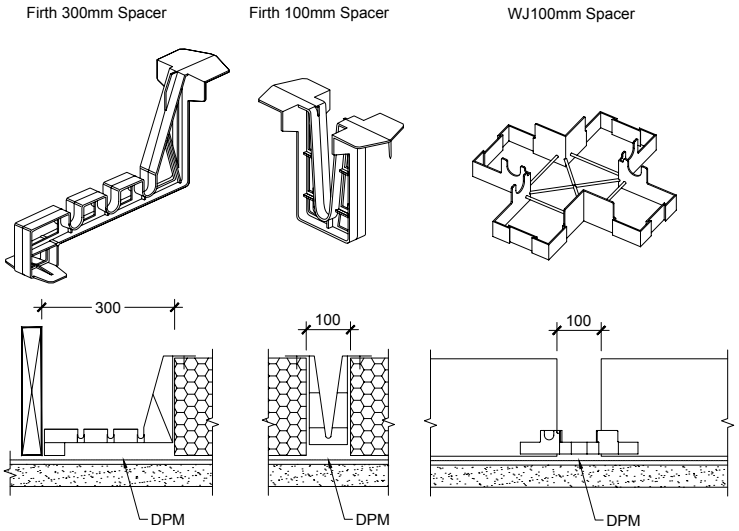
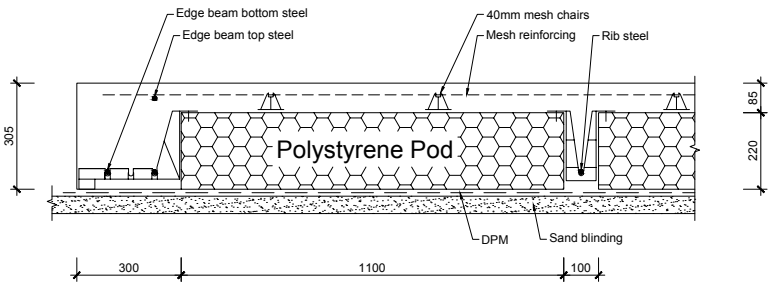

Figure 9 *Spacer Details*
Figure 10 *Detailed Section*
The Firth RibRaft polystyrene pods shall be laid out over the DPM in a regular waffle pattern ensuring direct contact with the ground across the entire pod. The edge beam shall be formed using the Firth approved 300mm spacers (refer figure 9). These shall be placed at a maximum of 1200mm centres along the perimeter of the slab and one per pod or part pod. Ribs supporting a load bearing wall shall be formed using a minimum of one Firth approved 300mm spacer along the edge of each pod or part pod.
Rib reinforcing steel shall be placed in the bottom of the internal ribs and supported in the correct position by the Firth or Wilton Joubert spacers (WJ). Figure 9 shows the detail of the Firth and WJ spacers, and Figure 10 shows a detailed section identifying how the steel is located in the spacers. The 300mm spacer shall be used for the 300mm wide internal ribs. These spacers ensure that cover to DPM below the base is greater than 45mm and cover to the exterior perimeter is 75mm.